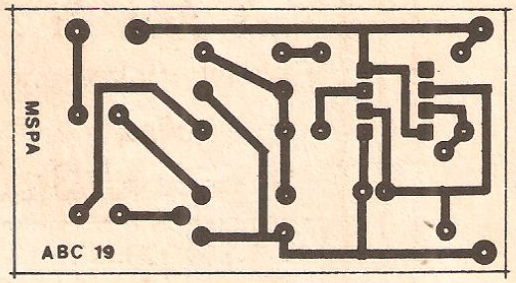

FIG. 3
- FIG. 3 - LAY OUT DO CIRCUITO IMPRESSO ESPECÍFICO - O padrão de ilhas e pistas é suficientemente ''folgado'' para não gerar nenhum tipo de problemas durante a confecção (traçagem, corrosão, furação, limpesa, etc...). Como todas as técnicas de preparo, confecção e utilização de Circuitos Impressos já foram exaustivamente detalhadas nas ''Aulas'' anteriores do ABC, não vamos ''gastar palavras'' aqui com o tema.. Só lembramos da ''eterna'' necessidade de uma boa conferência final, na busca (e para a correção...) de eventuais defeitos, lapsos, curtos, essas coisas... Lembrando que a figura está em escala 1:1 (tamanho natural), e portanto pode ser ''carbonada'' diretamente da página da Revista... Usar um ''xerox'' nem sempre é boa idéia, já que algumas dessas máquinas copiadoras costumam alterar a proporção **real** do original (só uns 2 ou 3%...) de forma que componentes cujos terminais são rigidamente posicionados e espaçados (como os Integrados, por exemplo...) podem ficar com sua inserção dificultada...